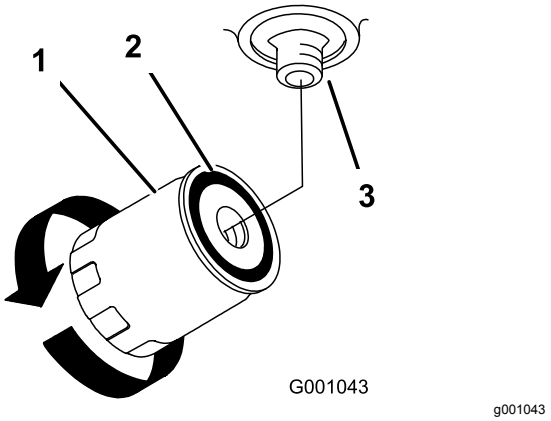

Figuur 101
7. Smeer een dun laagje hydraulische vloeistof op de rubberen pakking van het nieuwe filter (Figuur 101).
9. Vul de hydraulische tank met hydraulische vloeistof totdat de vloeistof over het filter stroomt. Draai vervolgens het vloeistoffilter rechtsom totdat de rubberen pakking contact maakt met het filtertussenstuk. Draai het filter daarna met de hand nog een extra ½ slag vast (Figuur 101).